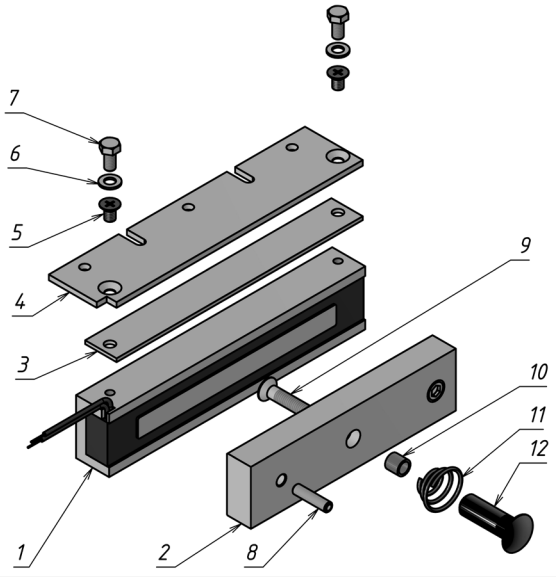

Рисунок 1 - Комплект поставки замка
3.1 В комплект поставки замка ALM-180FB (рисунок 1) входят:
- корпус (1) ..... - 1 шт.
- якорь (2) ..... - 1 шт.
- планка (3)..... - 1 шт.
- пластина (4)..... - 1 шт.
- винт М5х8 (потайн.) (5)..... - 2 шт.
- шайба 5 (6) ..... - 2 шт.
- болт М5х10 (7) ..... - 2 шт.
- штифт (8) ..... - 1 шт.
- винт М6х35 (9) ..... - 1 шт.
5.6 Винт крепления якоря (поз.9 рис.1) необходимо затянуть с усилием, достаточным для исключения его отворачивания в процессе эксплуатации. Рекомендуется ставить винт на стопорящий герметик типа «Анатерм» или на нитрокраску НЦ.